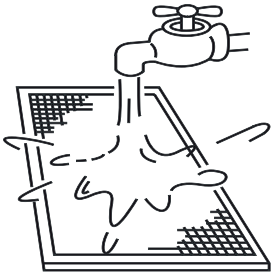

Rys. 5-7
b. Strona wlotu powietrza powinna być skierowana w dół, jeśli używasz czystej wody. (patrz Rys. 5-7).